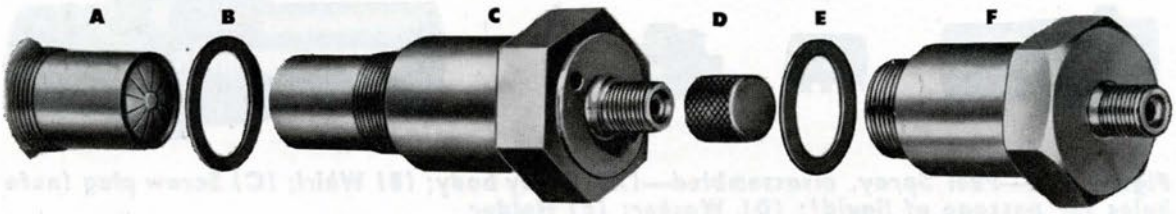

Figure 46A—Igniter, disassembled—(A) Lower end of igniter; (B) Washer; (C) Igniter assembled; (D) Cap, or protecting nut; (E) Washer; (F) Dummy igniter
The igniter, which is installed in the combustion flask, is a combined pistol and double fuze, fired by low-pressure air from the reducing valve. The double charge blows out the breakaway head at the lower end of the igniter, (A) in Fig. 46A.
Igniters must not be shipped or stowed with torpedoes; hence a dummy igniter is used to replace the regular igniter under these circumstances. When the igniter is not fitted in the combustion flask, it must carry a cap, shown at (D) in Fig. 46A.